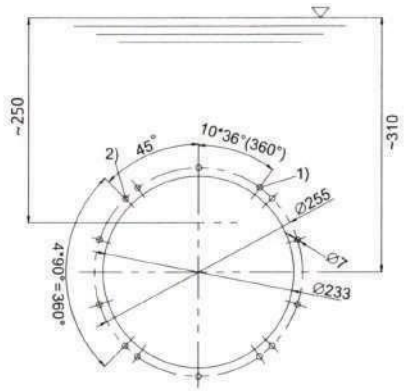

rys. 3.
C) Przymocuj przednią płytę urządzenia przeciwprądowego do ściany basenu za pomocą 10 śrub M6 (rys. 3,4).
B) Zwróć uwagę na właściwe wykorzystanie otworów (Rys. 3).